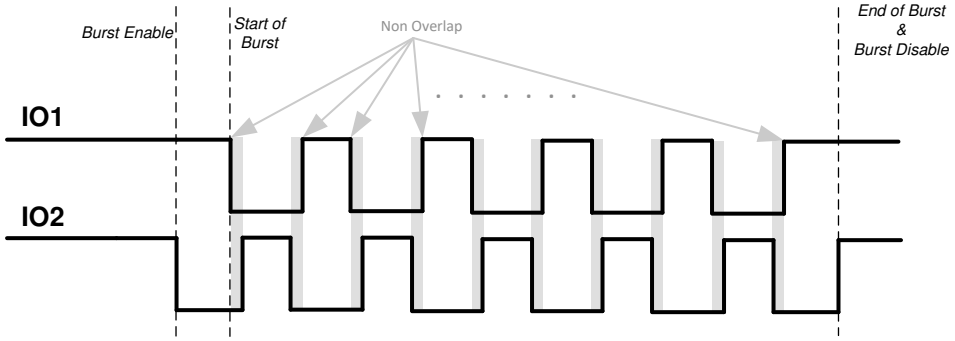

図 7-3. IO_MODE 2 Description
- **IO_MODE = 2:** In this mode both IO1 and IO2 are used to control OUTA and OUTB. The burst enable is triggered when either IO1 or IO2 transitions from high to low. Start of burst (OUTA and OUTB changing state) happens only at the next falling edge of IO1. 図 7-3 shows the case where a high-to-low transition on IO2 is used to enable the burst. A burst is emulated when IO1 and IO2 are toggled in a non-overlapping sequence. After the start of burst, the state of OUTA and OUTB pins are determined by IO1 and IO2 pins. During a burst, if there is a condition where both IO1 and IO2 are high for more than half period of the internal clock f_{INT_CLK} (caused by differential delays due to PCB parasitics or MCU code), an end of burst and burst mode disable will be triggered. Any falling edge just after this condition will be ignored to toggle OUTA and OUTB as it would be considered as a new burst enable signal. A systematic condition of overlap can cause a continuous end of burst trigger such that OUTA and OUTB do not toggle even though IO1 and IO2 are toggling. TI recommends no overlap or minimum non-overlap between the IO1 and IO2 signals when measured at the pins. BURST_PULSE has no effect in this mode.